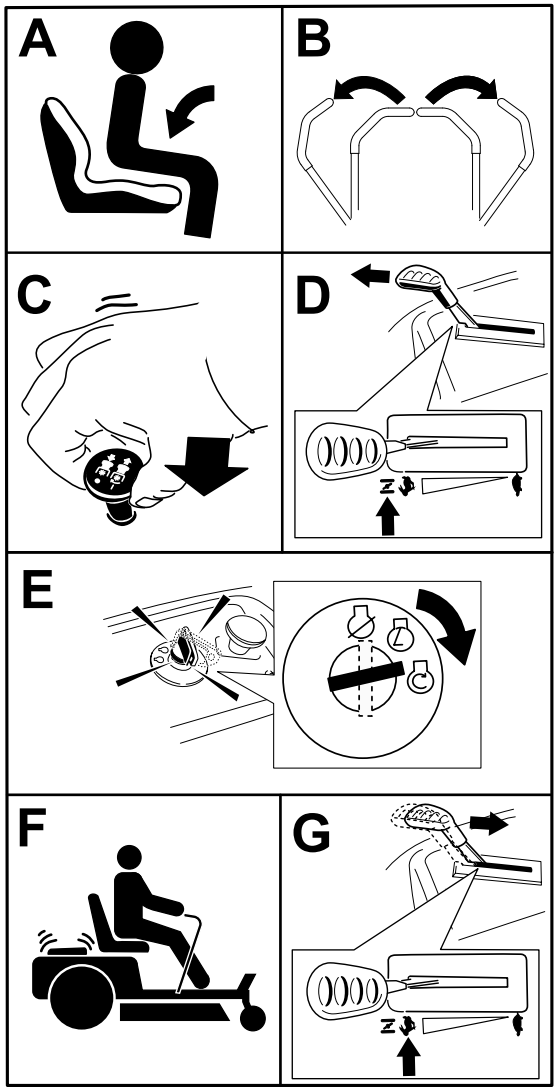

Figuur 24
Opmerking: Het kan nodig zijn om de hendel tegen de aanslag op CHOKE te houden als u probeert de motor te starten (Figuur 24).
1. Schakel de maaimessen uit door de aftakasschakelaar op UIT te zetten (Figuur 24).